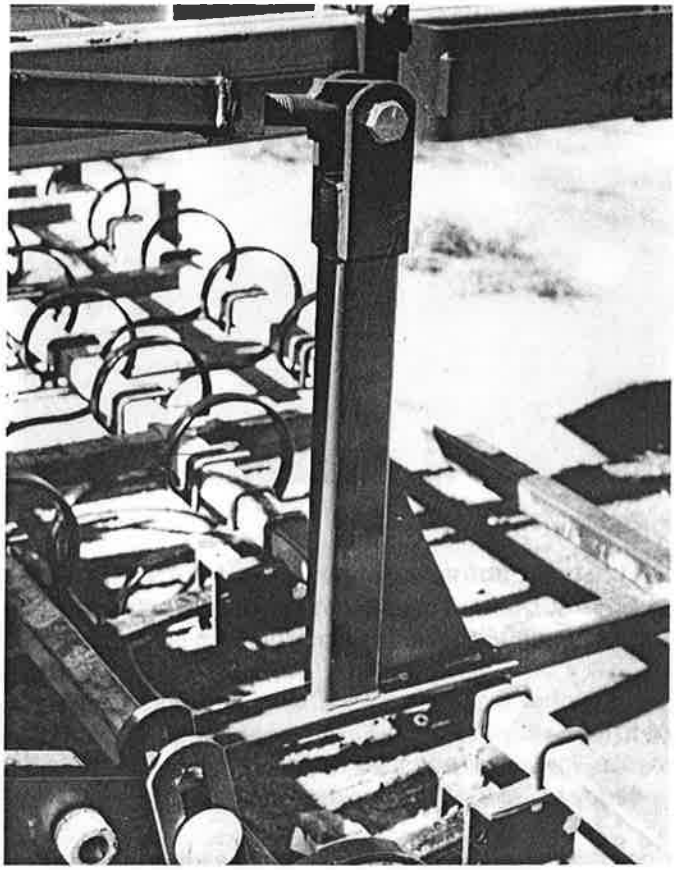

FIGURE 4-12
5. Mount the scratcher vertical masts to the scratcher frame so as to align with the caddy mast lug brackets. Use 1/2" x 3 1/2" H.H.C.S. bolts, lockwasher and nuts provided. Assemble the turnbuckle, first threading the lock nut onto the threaded eye. Install the turnbuckles on the mast lug bracket with a 1" x 3" H.H.C.S. and locking nuts and then on the vertical scratcher mast with 1" x 4" H.H.C.S. and locking nuts. Adjust the turnbuckles to level the scratcher frame. (See Fig. 4-12)
6. Mount the scratcher vertical masts to the scratcher frame so as to align with the caddy mast lug brackets. Use 1/2" x 3 1/2" H.H.C.S. bolts, lockwasher and nuts provided. Assemble the turnbuckle, first threading the lock nut onto the threaded eye. Install the turnbuckles on the mast lug bracket with a 1" x 3" H.H.C.S. and locking nuts and then on the vertical scratcher mast with 1" x 4" H.H.C.S. and locking nuts. Adjust the turnbuckles to level the scratcher frame. (See Fig. 4-12)